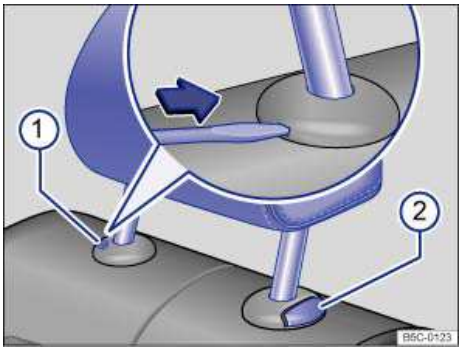

Fig. 45 Removing the rear head restraints.
- If necessary, press the flat blade of the screwdriver from the vehicle tool kit into the slit of the trim cap ⇒ fig. 45 (1) in the direction of the arrow and hold it in this position.
- At the same time press button (2) while a second person pulls out the head restraint completely.